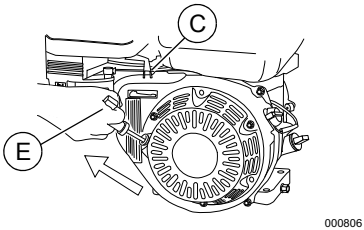

Figura 3-5. Arranque del motor con tirador y cuerda
4. Vea la *Figura 3-5*. Mueva la palanca del acelerador (C) alrededor de 1/3 separada de la posición de MÍNIMO.